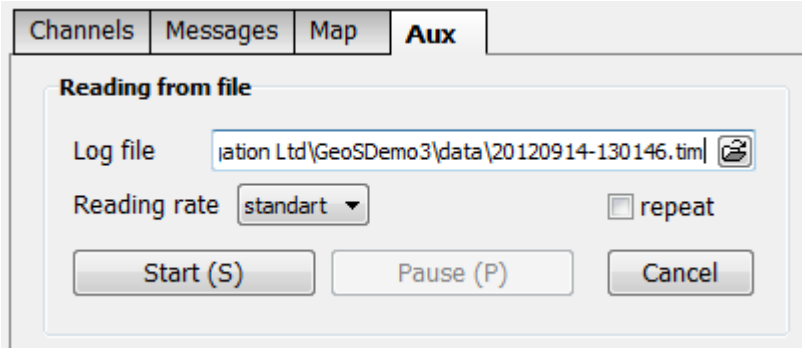

Figure 23: **Reading from file** parameters
2. **Reading from file**. When choosing this item, the additional panel **Reading from file** appears (Figure 23). In this panel browse log file (with *.tim extension) to be replayed; on default, the file is located in program root directory in folder **data/**. By using checkbox **repeat**, reading log file can be recycled. Press **Start/Stop** or **Pause** to control replaying. Use **Cancel** to resume normal operation mode.